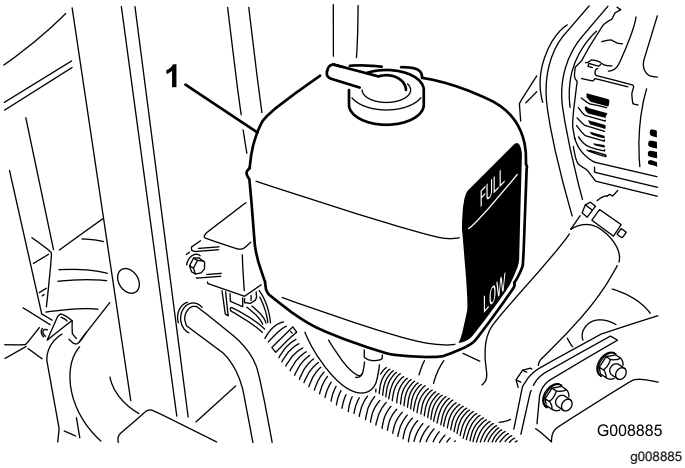

Figur 61
2. Kontroller kjølemiddelnivået i ekspansjonstanken (Figur 61). Når motoren er kald, skal kjølemiddelnivået være omtrent midt mellom merkene på siden av tanken.